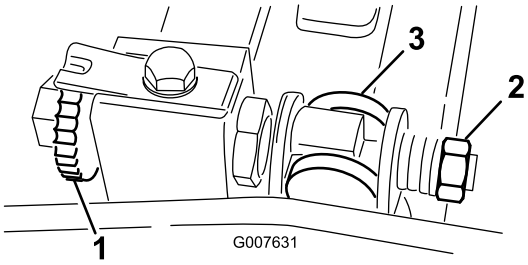

Figur 58
1. Vrid underknivsstångens justerskruv motsols, så att underkniven förs bort från cylindern (Figur 58).
2. För fjäderspänningsmuttern bakåt, tills brickan inte längre är spänd mot underknivsstången (Figur 58).